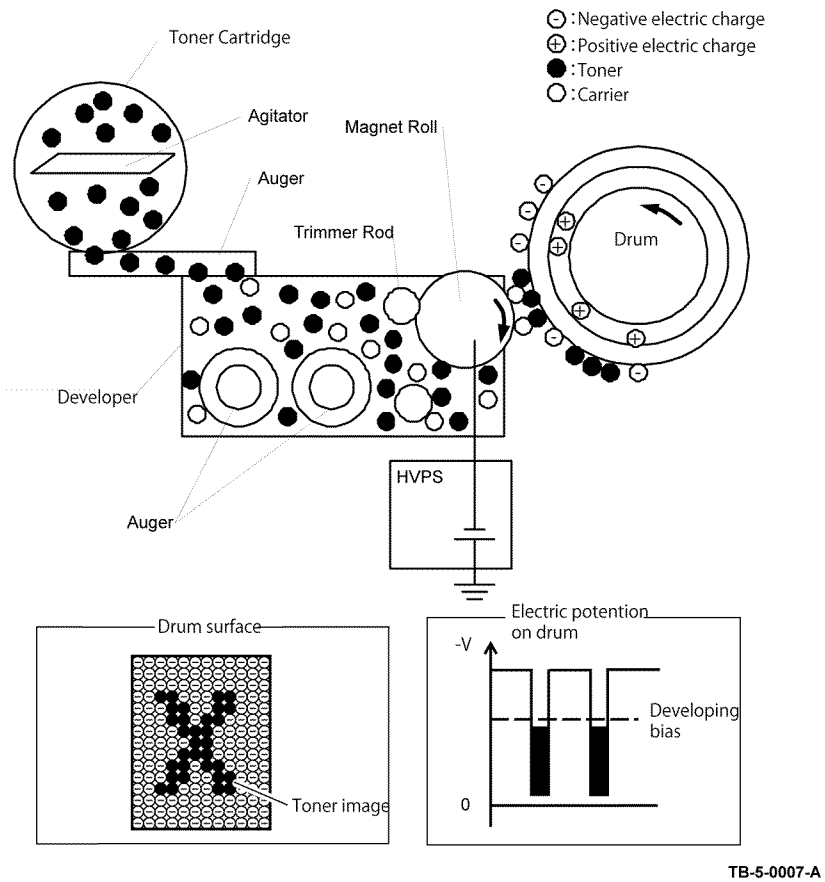

Figure 7 Development
- The entire surface of the magnet roll is covered by a thin conductive sleeve. The developing bias (DB) voltage is supplied to this conductive sleeve from the high voltage power supply (HVPS). The DB voltage is a DC voltage. The DC voltage keeps the magnet roll at a constant negative voltage against the photoreceptor layer of the drum. Therefore, at the area where the negative electric charge on the drum surface does not decrease, the potential is lower than that of the magnet roll, while the potential is higher than that of the magnet roll at the area where the negative charge on the drum surface decreases. Thus, the negatively charged toner is attracted only to the portions of the drum surface where the negative charge has decreased below that of the magnet roll (electrostatic latent image), forming an image on the drum. Once the toner is deposited on the drum, the toner-attracting force of the corresponding portion decreases because the increase of negative charge lowers the potential at that portion. Refer to Figure 7.